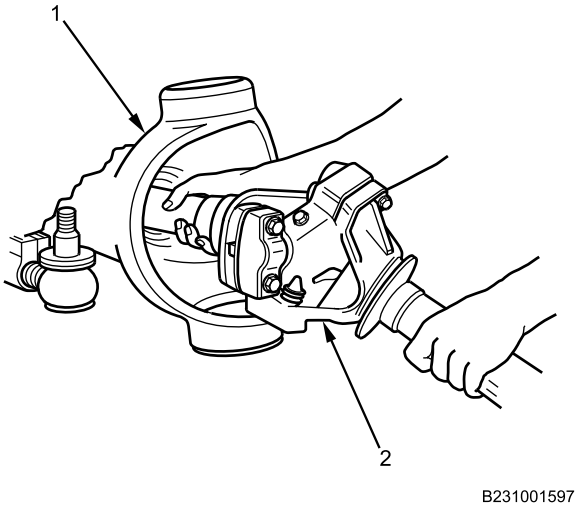

Figure 9. Drive Shaft.
5. Install drive shaft (Figure 9, Item 2) into axle housing (Figure 9, Item 1).